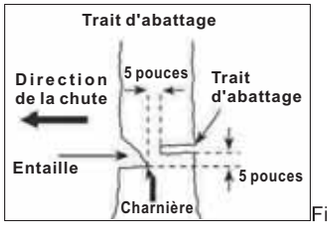

Fig.12
7.3.2 TRAIT D'ABATTAGE(FIG.12)